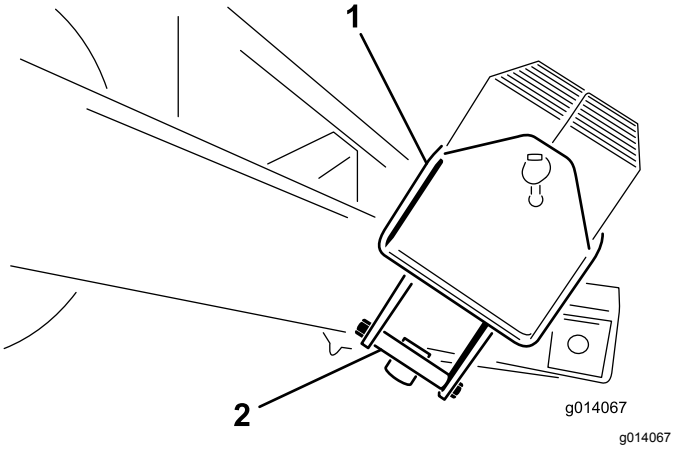

Rysunek 5
2. Wykręć śruby (½ x 5½) cala ze wspornika montażowego skrzyni wagowej. Wyrzuć wsporniki montażowe (Rysunek 5).